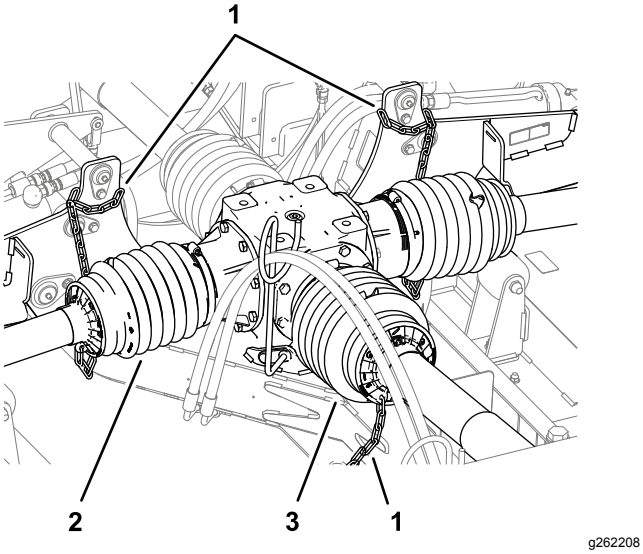
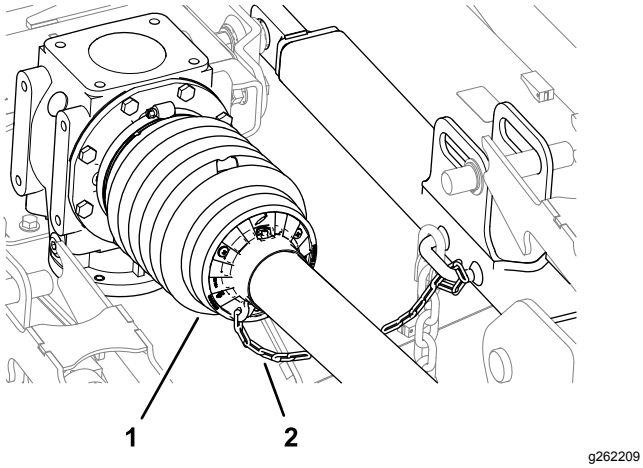

Figur 14
Figur 15
6. Kontroller at festekjettingen er koblet til bakre kraftuttaksakselvern, drivakselvernene og fronten av gressklipperen (Figur 14 og Figur 15).